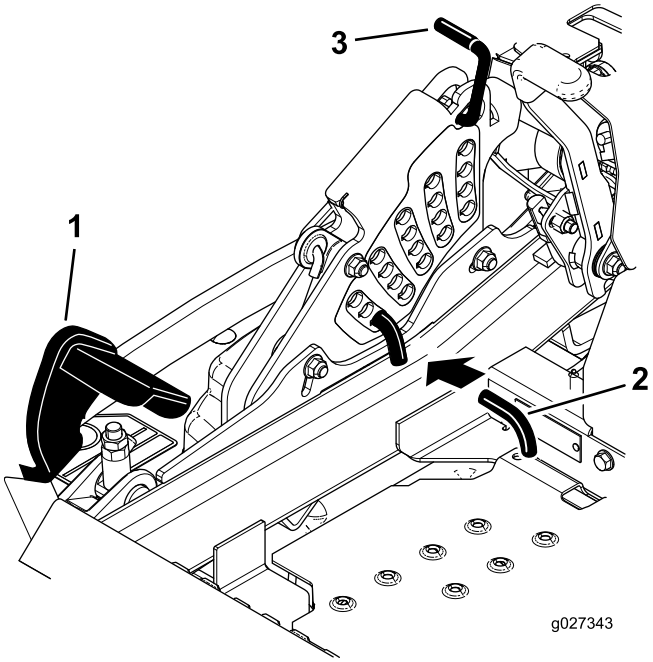

Figur 87
5. Tryck ned däcklyftpedalen helt så att däcket låses i transportläget (14 cm) (Figur 87).